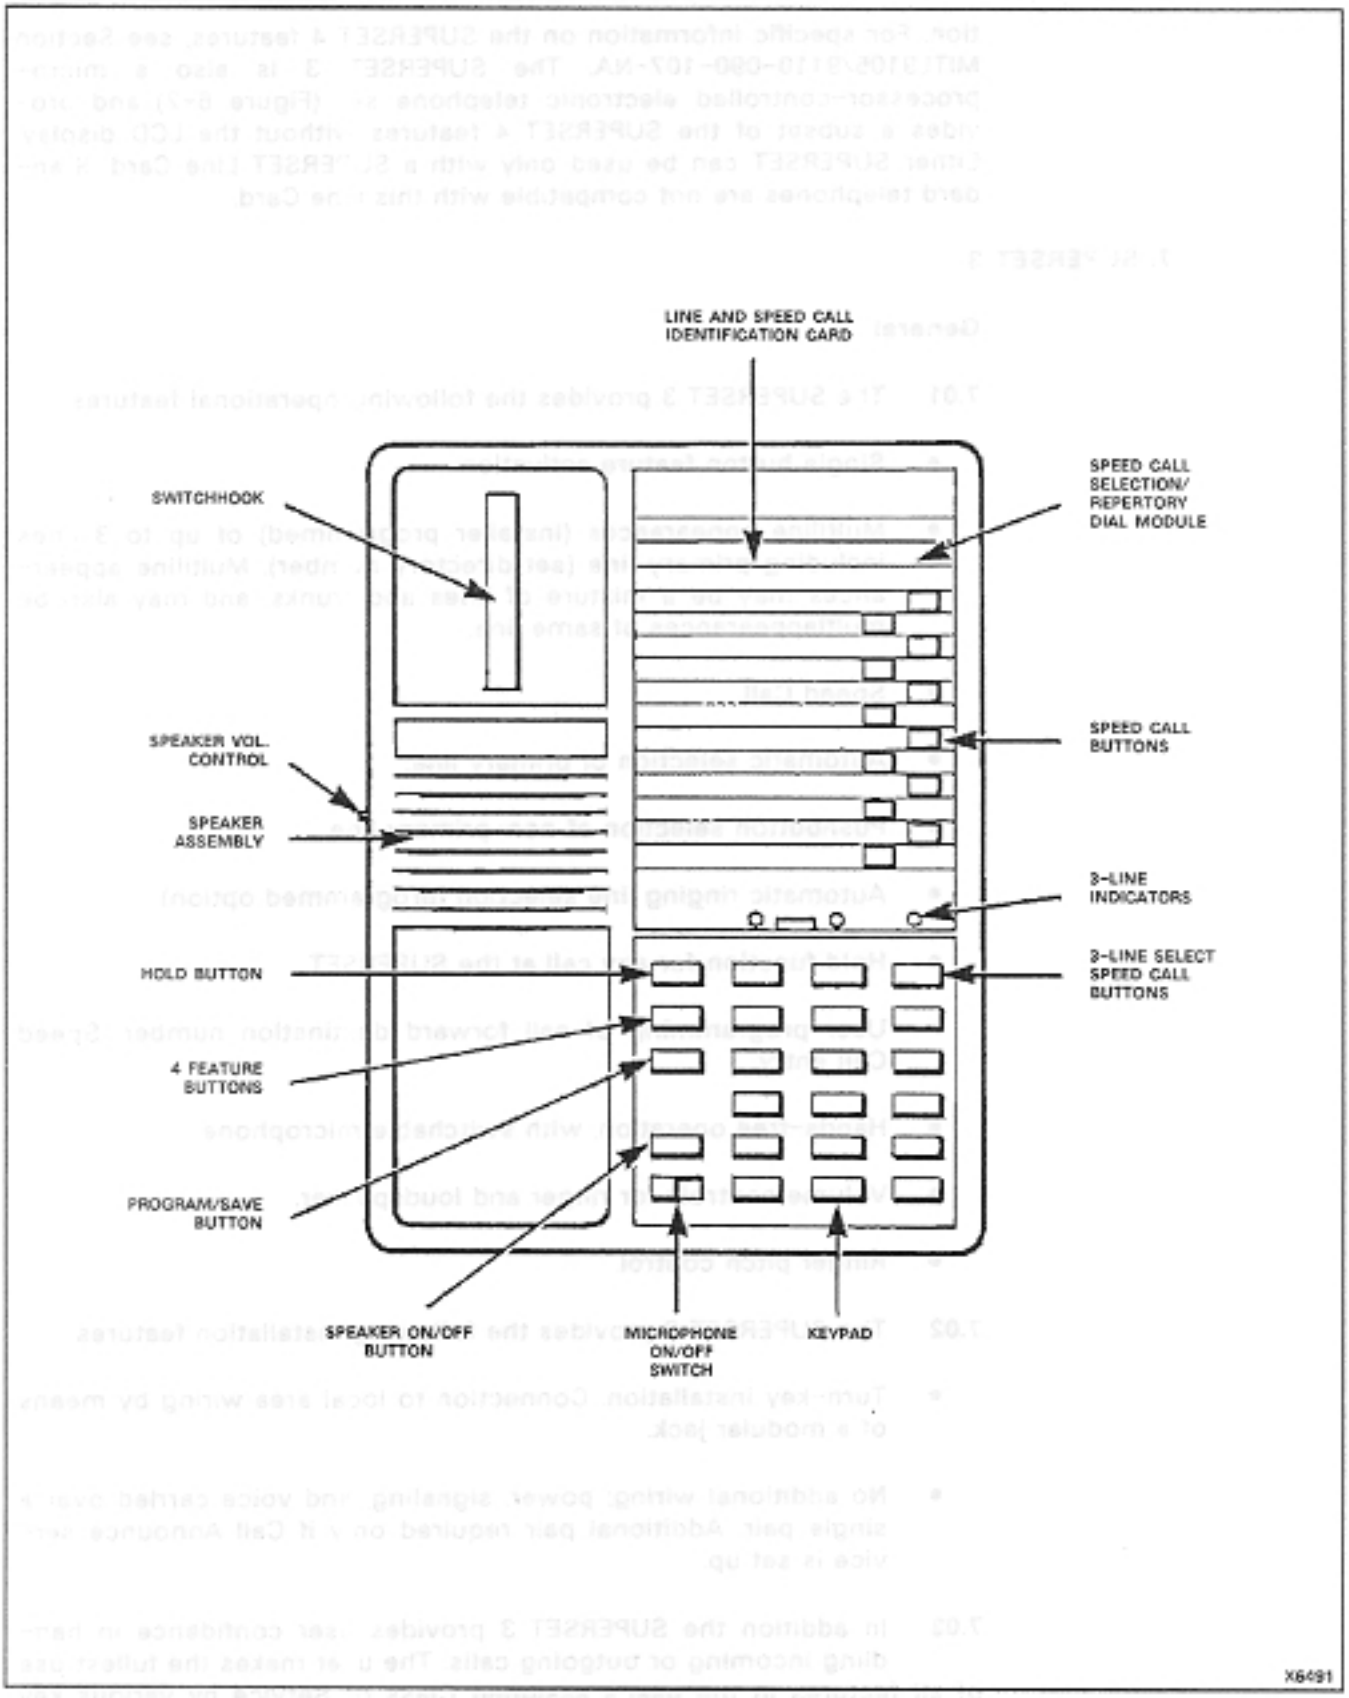

Figure 6-2 SUPERSET 3
tion. For specific information on the SUPERSET 4 features, see Section MITL9105/9110-090-107-NA. The SUPERSET 3 is also a microprocessor-controlled electronic telephone set (Figure 6-2) and provides a subset of the SUPERSET 4 features without the LCD display. Either SUPERSET can be used only with a SUPERSET Line Card. Standard telephones are not compatible with this Line Card.
8.01 The SUPERSET 3 face layout is shown in Figure 6-2. The following text describes the function of each button and display. All buttons are non-interlocking.